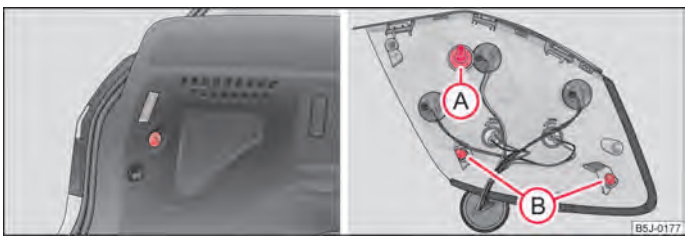

Fig. 165 Smontare i gruppi ottici posteriori / montare i gruppi ottici posteriori
– Tenere fermo il gruppo ottico posteriore con una mano e svitare con l'altra mano il dado di plastica ⇒ fig. 165 - lato sinistro.
– Per il rimontaggio inserire prima il gruppo ottico posteriore con la vite Ⓐ nell'apertura della carrozzeria ⇒ fig. 165.
– Tenere fermo il gruppo ottico posteriore con una mano, avvitare con l'altra mano il dado e serrarlo ⇒ fig. 165.